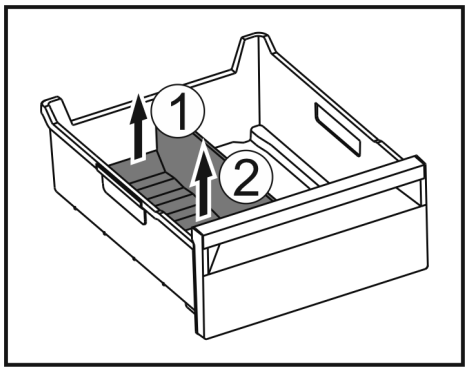

Fig. 186
▶ Ridicați partea posterioară a separatorului pentru compartimentul de gheață. *Fig. 186 (1)*
▶ Scoateți separatorul pentru compartimentul de gheață în sus. *Fig. 186 (2)*